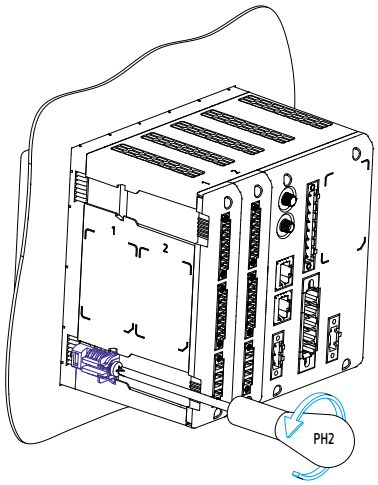

Figure 4: Loosening the fixing elements.
① Loosen the fixing elements using a **PH2** screwdriver, **Figure 4**.